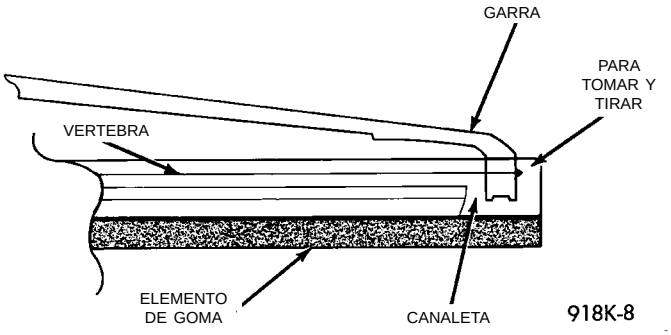

Fig. 8 Escobilla y elemento del limpiaparabrisas
(3) Retire el elemento de limpieza del conjunto de escobillas. Tire del tope del elemento de goma fuera de la garra, conjuntamente con la vértebra (riel metálico) (Fig. 8).